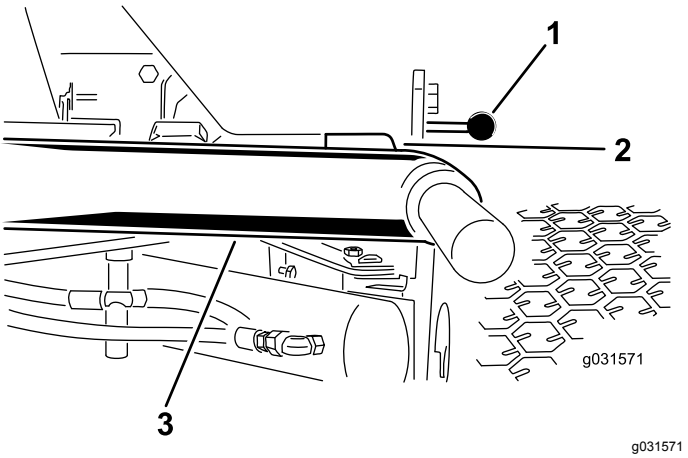

图 10
1. 启动发动机升起滚刀组确保各个提升臂与底板支架之间的间隙介于 58mm 之间如图 10 所示。